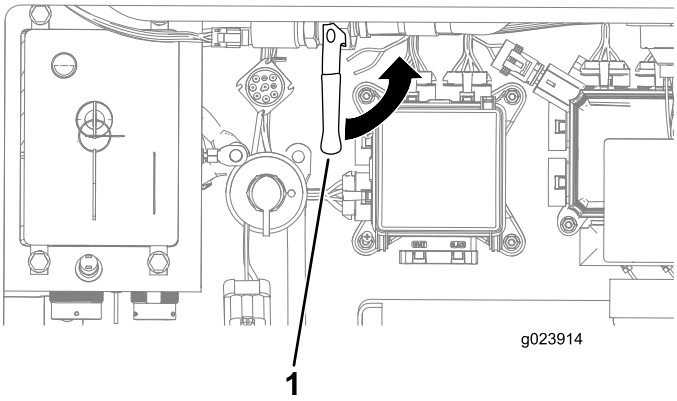

Rysunek 127
A. Otworzyć zawór płynu niezamarzającego w tylnym przedziale (Rysunek 127).
6. Zamknąć zawór płynu niezamarzającego (Rysunek 127).